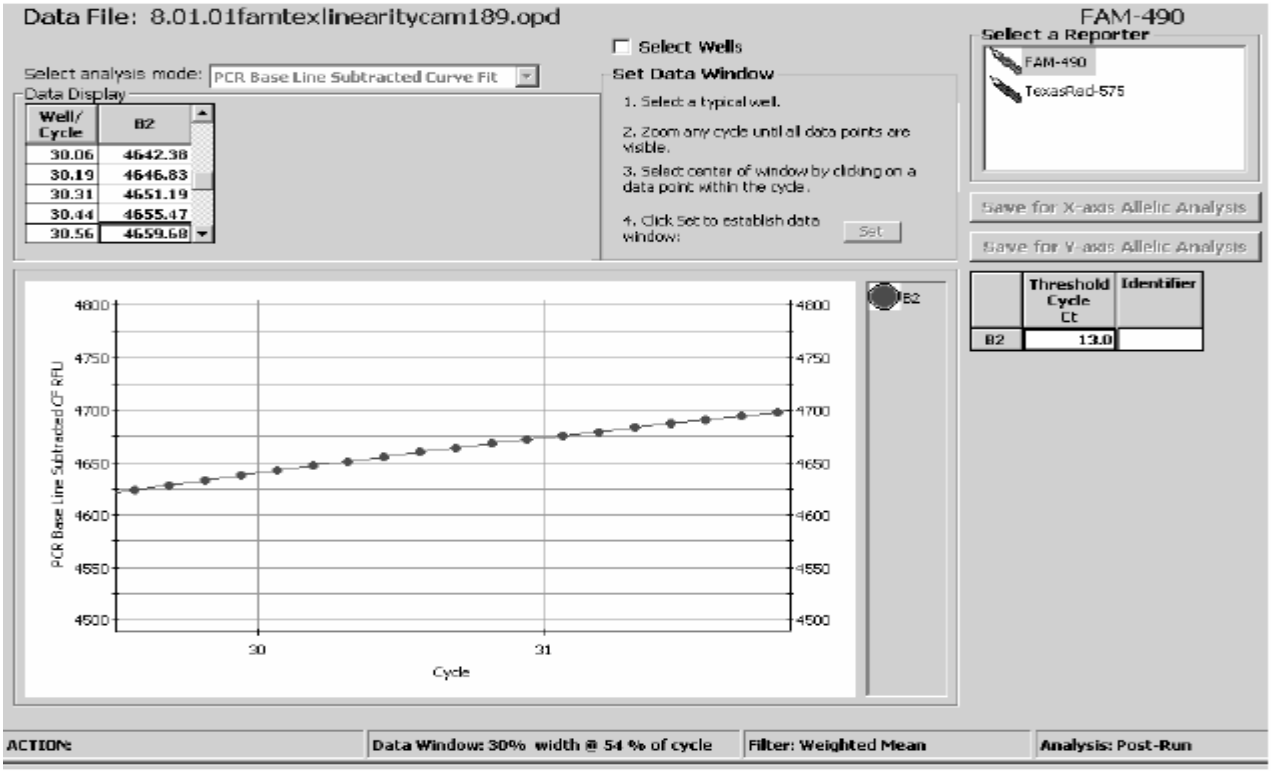

Рис.7-14. Увеличенное окно просмотра.
6. Выберите конкретную лунку нажатием на ее схематическое изображение справа от графика. Для увеличения размеров части графика «потяните» ее при нажатой клавише Shift левой кнопкой мыши. Можно увеличивать изображение несколько раз (Рис.7-14).